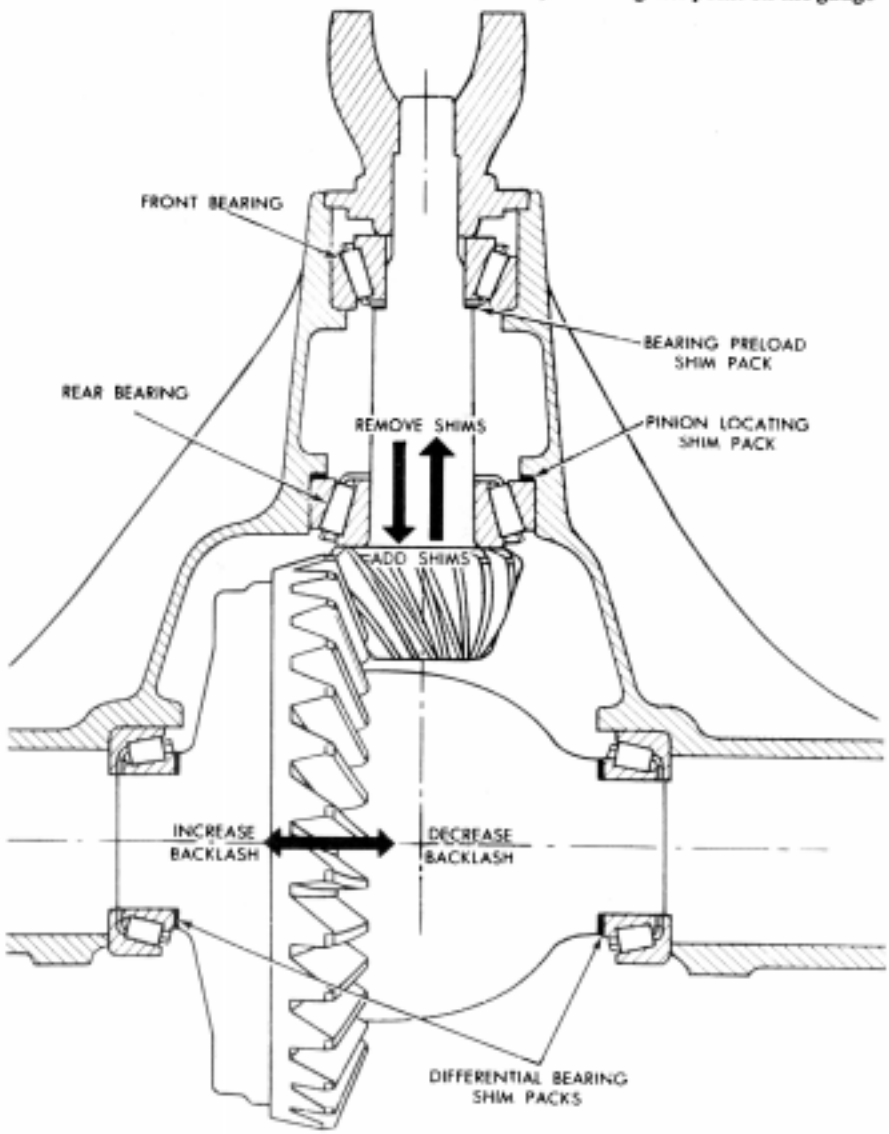

FIG. 17 Pinion and Ring Gear Tooth Contact
Two separate adjustments affect pinion and ring gear tooth contact, they are pinion depth (location) and backlash. On Dana axles, the pinion locating shim pack is installed between the pinion rear bearing cup and the carrier housing (Fig. 17). Therefore, adding shims moves the pinion toward the ring gear and removing shims moves the pinion away from the ring gear.
shaft with a zero-marked pinion, means that the actual assembly dimension is too great in the amount of the plus reading. To correct, add shims in thousandths of an inch that correspond to the plus reading. For example, an indicator reading of plus 10 with a zero marked pinion means that 0.010 inch in shims must be added to the rear bearing cup pack. The addition of shims will move the pinion gear closer to the ring gear and decrease the actual assembly dimension (Fig. 17).
8. After the pinion depth has been adjusted and checked, remove the U-joint flange and front bearing. Add or subtract from the original front pinion bearing preload shim pack the same amount in thousandths of an inch that was added or subtracted from the shim pack behind the rear bearing cup (Fig. 17). Install the bearing preload shim pack, the outer bearing, the U-joint flange, washer and nut. Tighten the flange nut to 200-220 ft-lb on all models.